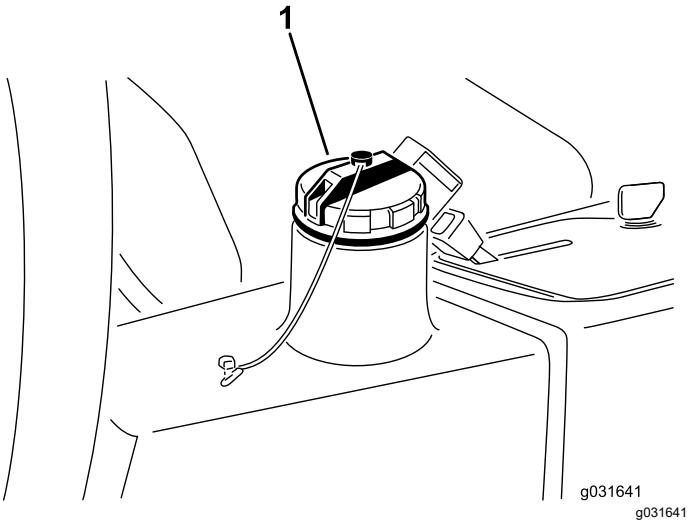

Figur 67
4. Fyll tanken (Figur 67) med cirka 13,2 liter hydraulvätska. Se Kontrollera hydraulsystemet (sida 53).